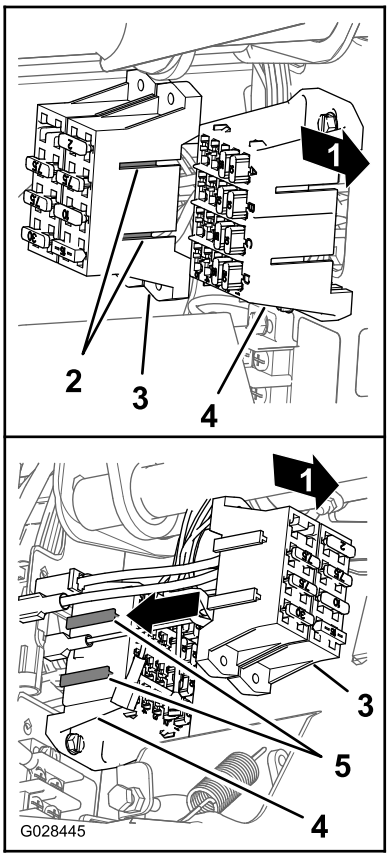

**Figur 26**
4. Rett inn T-anordningene på sprederens sikringsblokk med T-sporene på maskinens sikringsblokk, og skyv sprederens sikringsblokk inn i sporene til sikringsblokken sitter ordentlig (Figur 26).